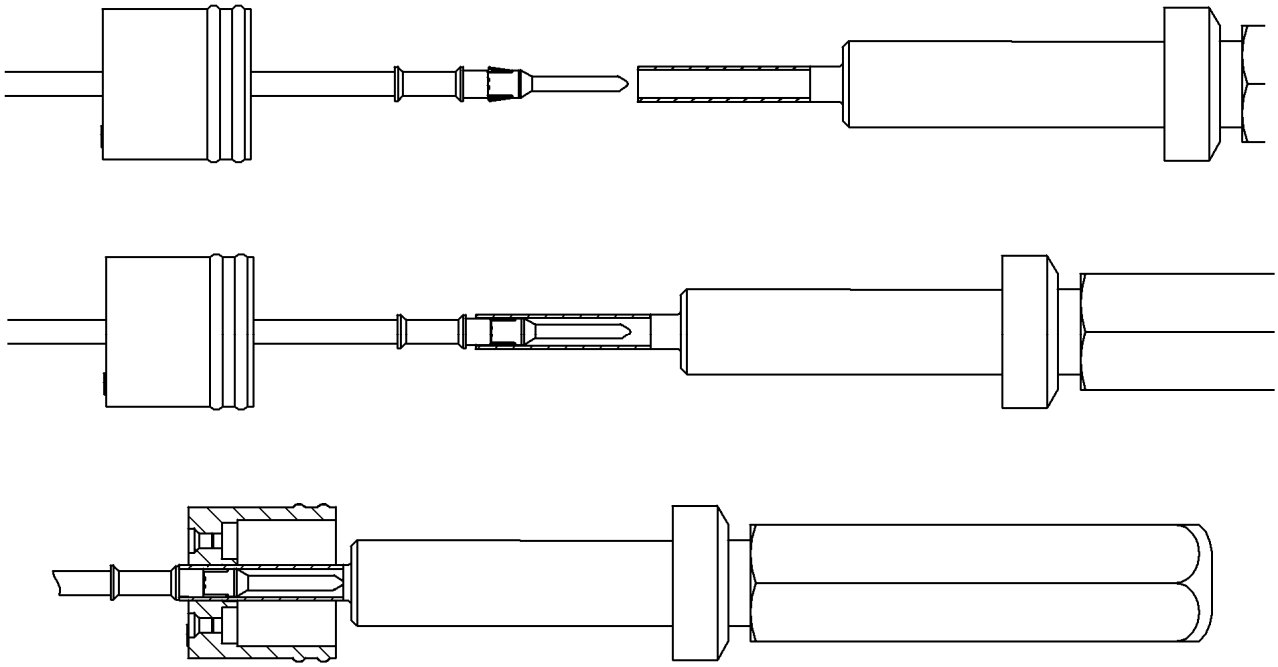

Fig. 24
Step 5.5: Reuse the extractor by inserting the contact into the front tube until the clip petals close again. Then pass the contact through the grommet's seat. (Fig. 24)